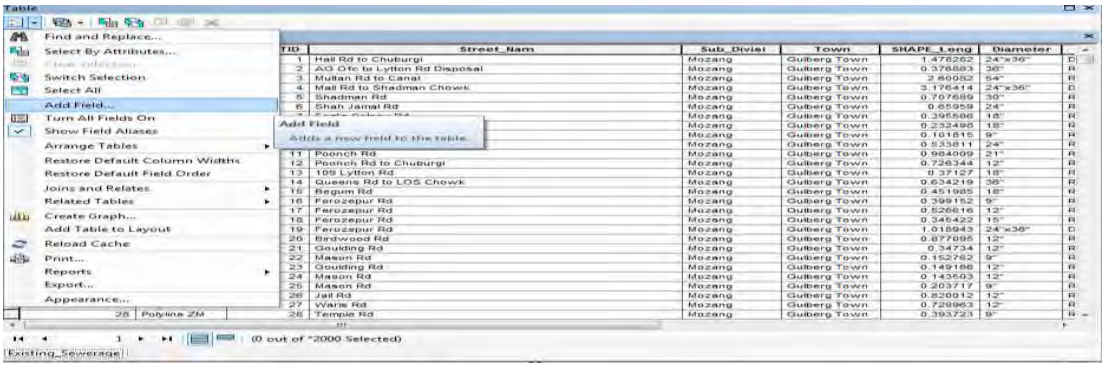

Figure 3.4.Add Field in attribute table
- Open the attribute table and click on the pull down button in the top left of the table, then click 'add field' as shown in figure 3.4.